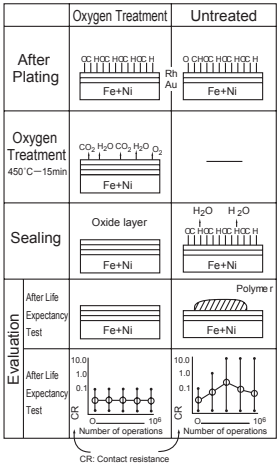

Figure 2.1
(1) Cutting and bending positions must be determined with reference to the center of the contact or to the end of the lead. If the position is measured from the end of the glass tube, the contact center position may move.
(2) When cutting or bending the leads, be sure to protect the sealing portions. As shown in Figure 2.1, the lead should be firmly secured by a jig.
(3) After the process, confirm that there is no crack or chipping in the glass tube.